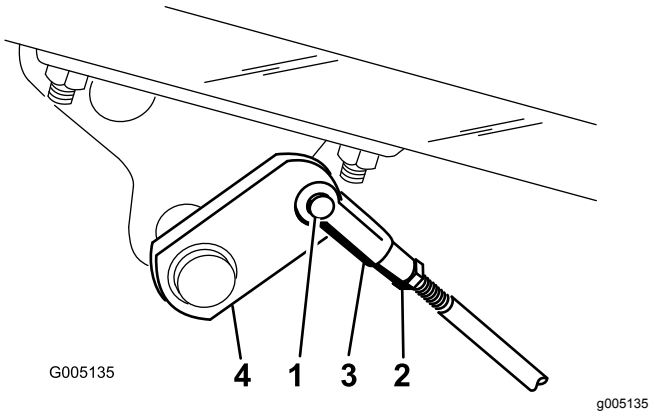

**Figur 49**
A. Koppla bort bromsstängerna genom att ta bort saxpinnen och sprintbulten (Figur 49).
B. Lossa kontramuttern och justera sprinten (Figur 49).
C. Montera sprinten på bromsaxeln (Figur 49).